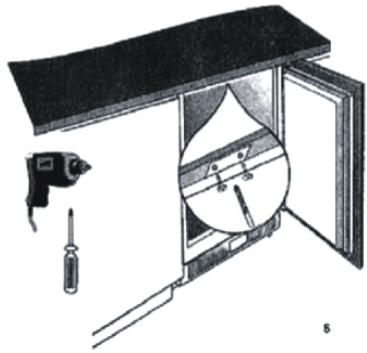

Figura 6
4. Fissare il frigorifero al piano di lavoro o ai lati delle unità adiacenti utilizzando i fori di fissaggio superiori o laterali forniti a tale scopo (Figura 6).